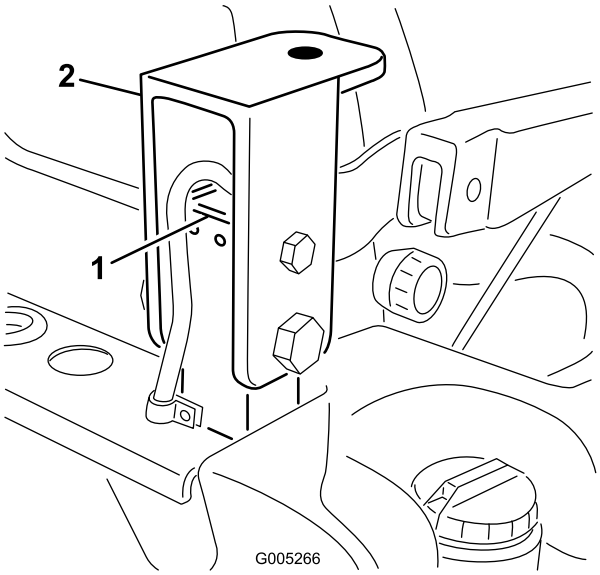

**Rysunek 90**
47. Odkręć śruby i nakrętki mocujące wsporniki kabiny do słupków pałąka ROPS (Rysunek 90).